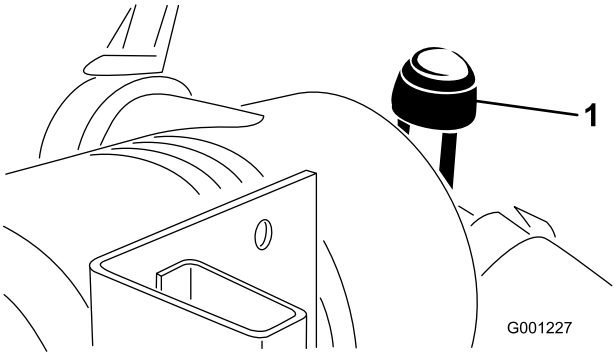

Figur 46
- Utför service på luftrenarfiltren när luftrenarindikatorn (Figur 46) är röd eller var 400:e timme (oftare i mycket dammiga eller smutsiga förhållanden). För mycket underhåll får inte utföras på luftfiltret.
9. Nollställ indikatorn (Figur 46) om den är röd.